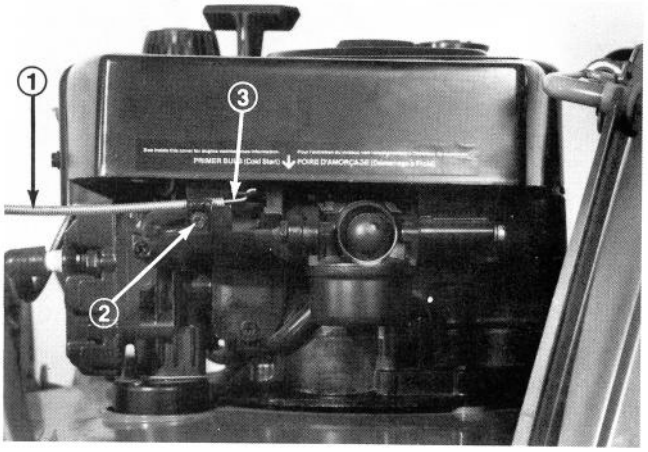

Figure 36
4. Loosen cable clamp screw until throttle cable is free to slide (Fig. 36).
5. Move carburetor control arm to the left until it contacts grounding bracket (Fig. 36). Pull throttle cable slightly to remove any slack and tighten the cable clamp screw to lock the adjustment in place.